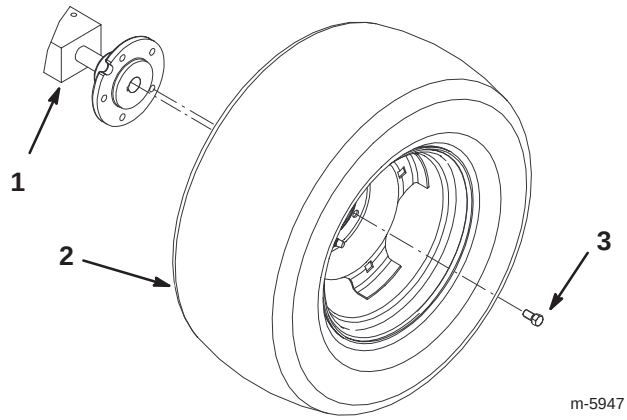

Bild 2
2. Nehmen Sie die beiden Traktorhinterräder ab (Bild 2).